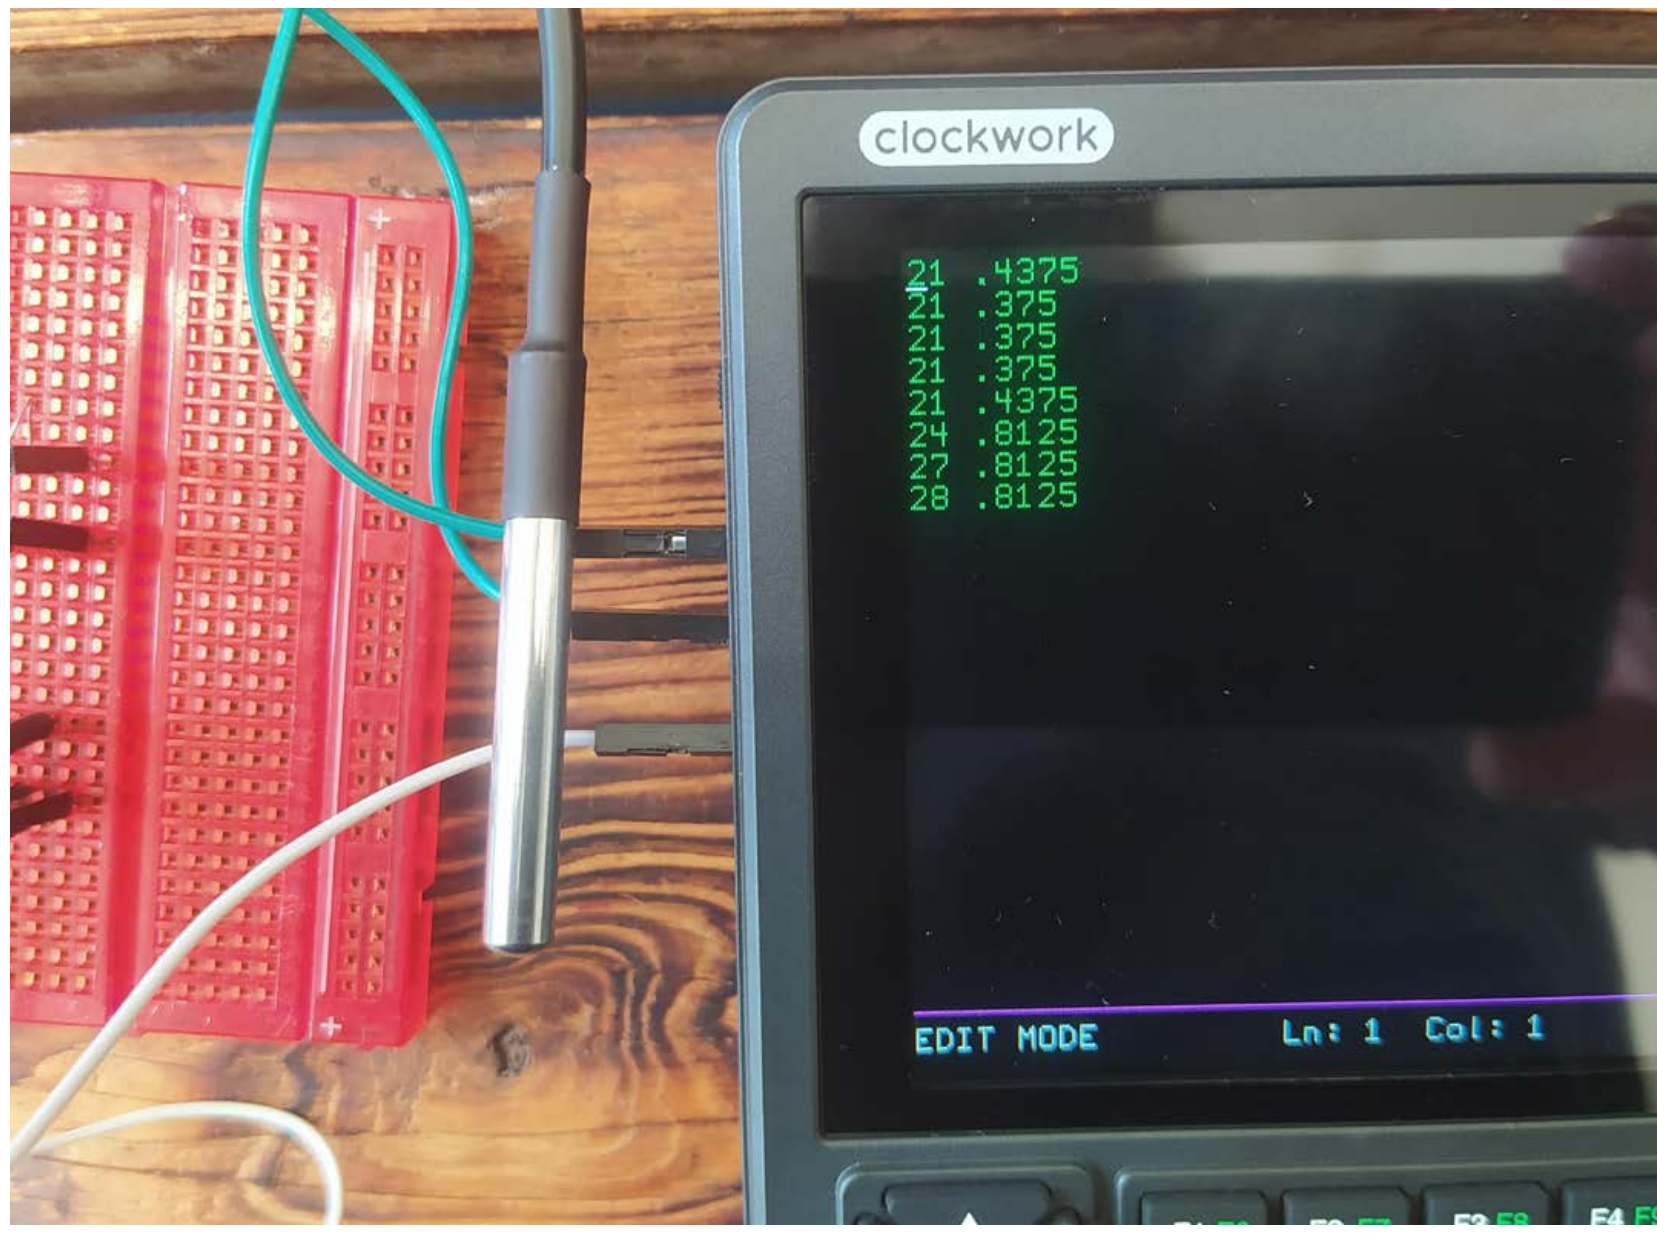

Figure 4: The output of the data logging program that writes the temperature to a text file on the SD card
Running the logger, you can then check that you have created a text file on the SD card where each line is the next log entry of the temperature (**Figure 4**).
In the newer FreeCAD versions (1.0 and beyond), there is a new built-in Assembly workbench. Whilst a full tutorial on this workbench is beyond the scope of this article, you can insert multiple copies of parts into an Assembly container, then select faces or edges of parts and constrain them together (**Figure 3**). For chassis assembly, we tended to just mate faces together using the 'Create a fixed joint' tool, and you can quickly iterate numerous chassis designs for consideration (**Figure 4**). Once happy with a design, you can count up the parts in your Assembly model tree and cut your pipes to length and perhaps order the correct number of elbows and T sections you require.
▶ **Figure 4:** An example of one of our prototype chassis that is close to one of the standard Seaperch designs